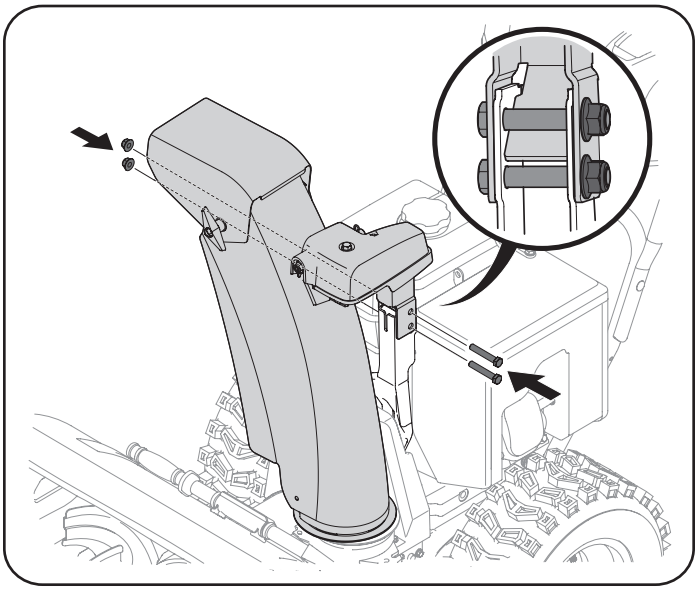

Figura 28
3. Sujete el cabezal de control del canal a la ménsula de soporte del canal con las tuerca de seguridad (a) y los tornillos hexagonales (b) que extrajo en el Paso 1. Consulte Figura 28.